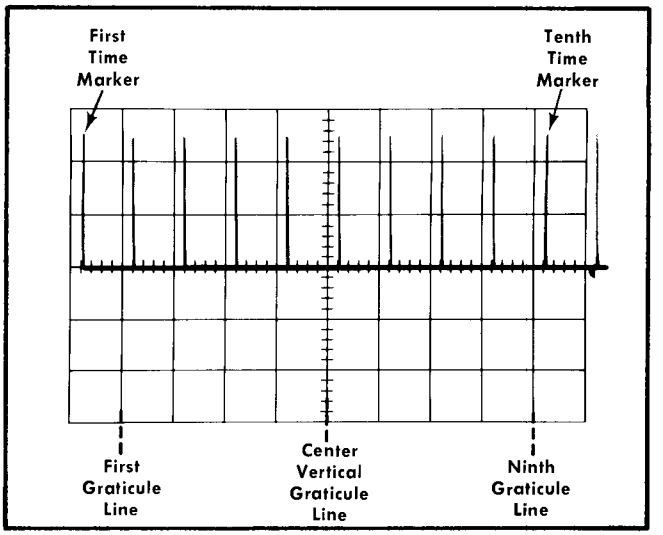

Fig. 6-5. Illustration showng the nomenclature being used.
f. Horizontally position the display so the second time marker is aligned with the first graticule line; see Fig. 6-5.